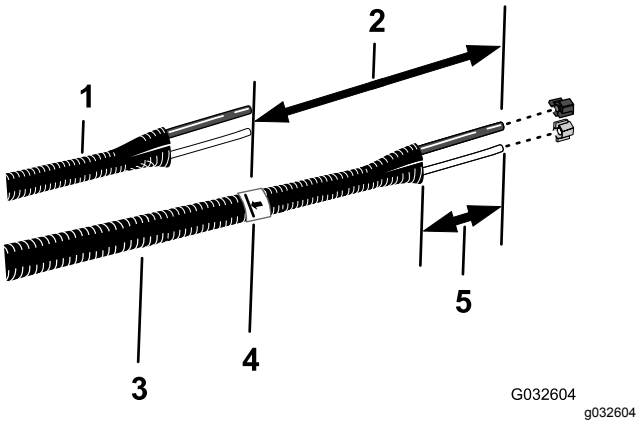

Rysunek 22
6. Przyłożyć dotychczasowe przewody cieczy i powietrza (Rysunek 22) do nowego zespołu przewodów (część Toro numer 114-9553).
8. Na nowym zespole rur dodaj do zaznaczenia z kroku 7 26 cm długości i wykonaj zaznaczenie na zespole rur, po czym przytnij rury według wykonanego drugiego (dłuższego) zaznaczenia (Rysunek 22).
10. Usuń od 77 do 102 mm osłonki z każdego końca zespołu przewodów (Rysunek 22).